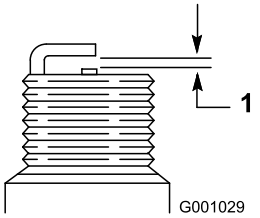

Figur 51
4. Still mellomrommet mellom elektrodene på tennpluggen til 0,76 mm (Figur 51).